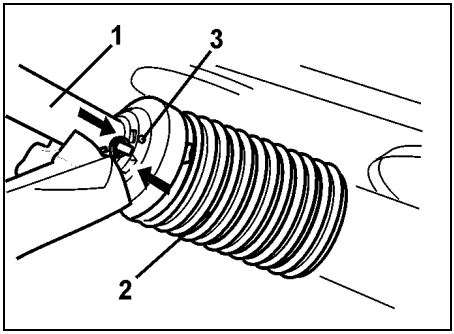

Rys. 12
- Nasunąć połówkę osłony (Rys. 12/1).
- Lejek ochronny (Rys. 12/2) obrócić w pozycję montażową.
- Wkręcić śrubę blokującą (Rys. 12/3).